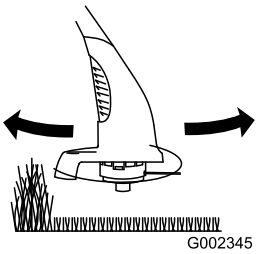

Figuur 11
- Beweeg de trimmer langzaam in en uit het gebied dat u trimt (Figuur 11).